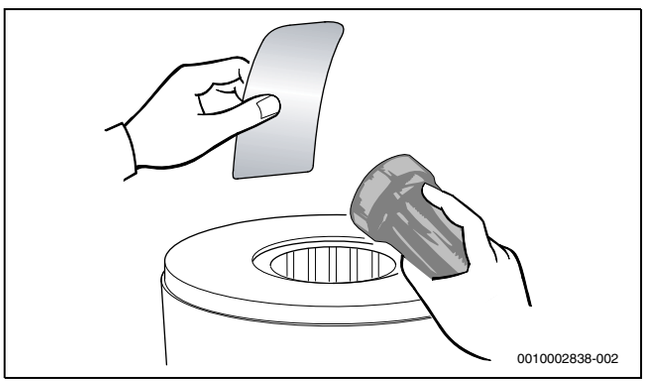

Bild 67 Wärmeblock auf Rückstände prüfen
- ▶ Wärmeblock erneut auf Rückstände prüfen (→ Bild 67).